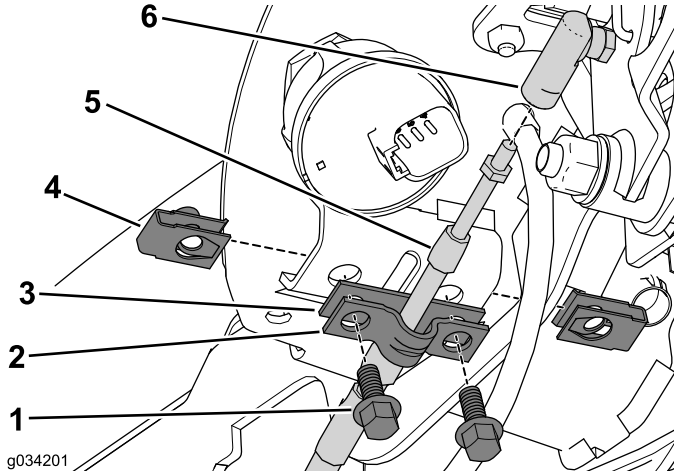

Figure 5
1. Remove the 2 bolts and nut clip securing cable clamp and shim to the console assembly (Figure 5).
2. Set aside the cable clamp and discard the shim (Figure 5).
3. Disconnect the neutral-lock cable from the cable connector (Figure 5).